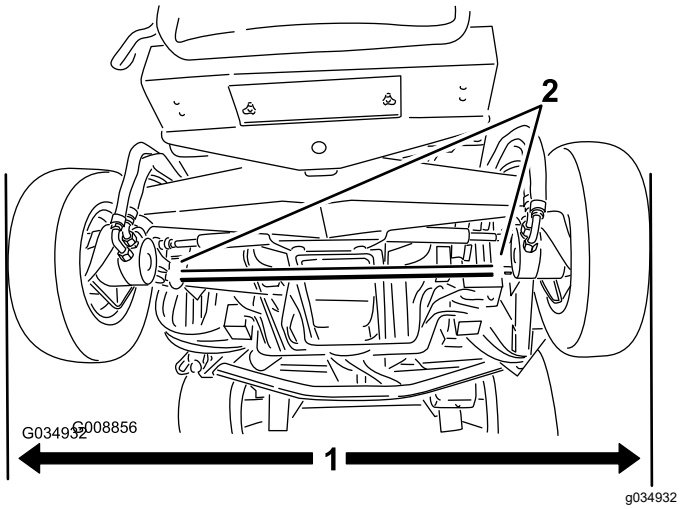

Figuur 117
1. Zet de achterwielen recht en meet de buitenafstand (ter hoogte van de assen) aan de voorzijde en de achterzijde van de achterwielen (Figuur 117).
2. Draai de klemmen aan beide uiteinden van de spoorstangen los om het toespoor af te stellen (Figuur 117).